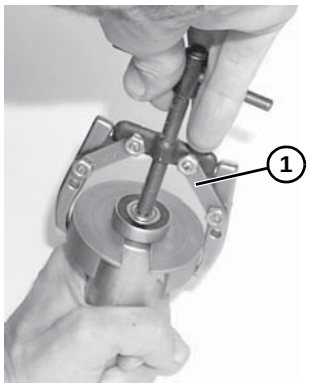

Figure 52
2. Using a puller part #807-1716 **(Figure 52, item 1)**, remove and discard bearing.